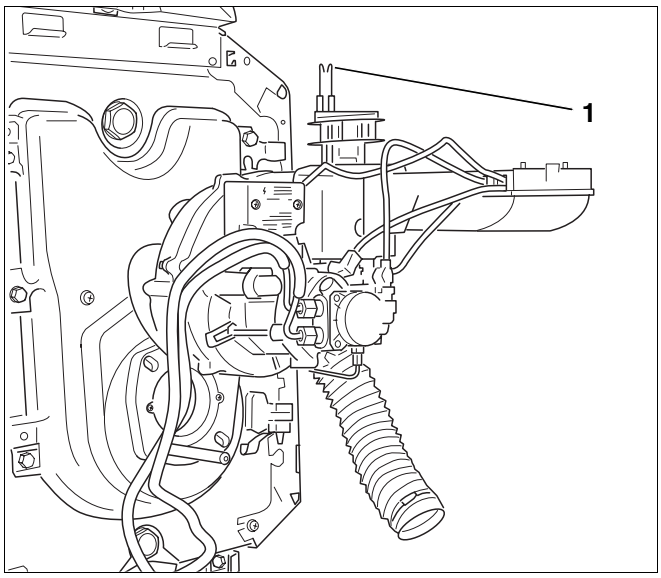

Rys. 33 Ustawienie palnika w pozycji serwisowej
- Ustawić palnik w pozycji serwisowej (rys. 33).
Na elektrodach zapłonowych nie powinno być osadów (rys. 33, **poz. 1**).